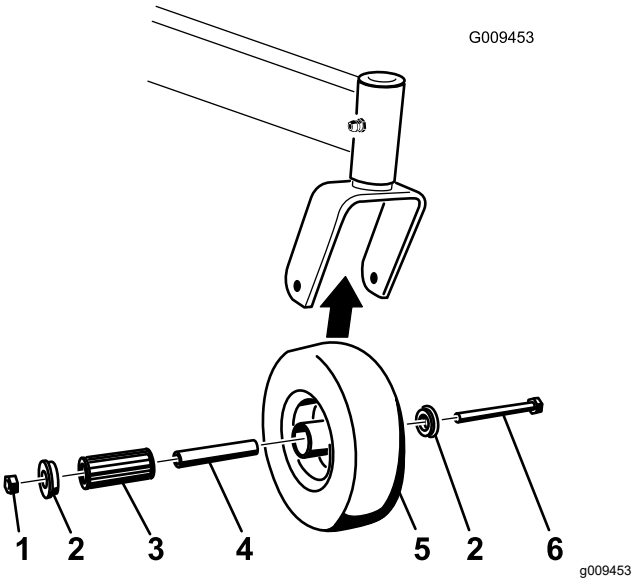

Figura 57
1. Retire la contratuerca y el perno que sujetan la rueda giratoria a la horquilla (Figura 57).
2. Retire un solo casquillo y tire del casquillo intermedio y del cojinete de rodillos para sacarlos del cubo de la rueda (Figura 57).
3. Retire el otro casquillo del cubo de la rueda y limpie la grasa y la suciedad del cubo de la rueda (Figura 57).
Nota: Repare o cambie cualquier pieza dañada o desgastada (Figura 57).
5. Coloque un casquillo en el cubo de la rueda (Figura 57).
6. Engrase el cojinete de rodillos y el casquillo intermedio y deslícelos en el cubo de la rueda (Figura 57).
7. Coloque el segundo casquillo en el cubo de la rueda (Figura 57).
8. Instale la rueda giratoria en la horquilla y fíjela con el perno y la contratuerca (Figura 57).
9. Apriete la contratuerca hasta que el casquillo intermedio se apoye contra el interior de las horquillas de las ruedas giratorias (Figura 57).